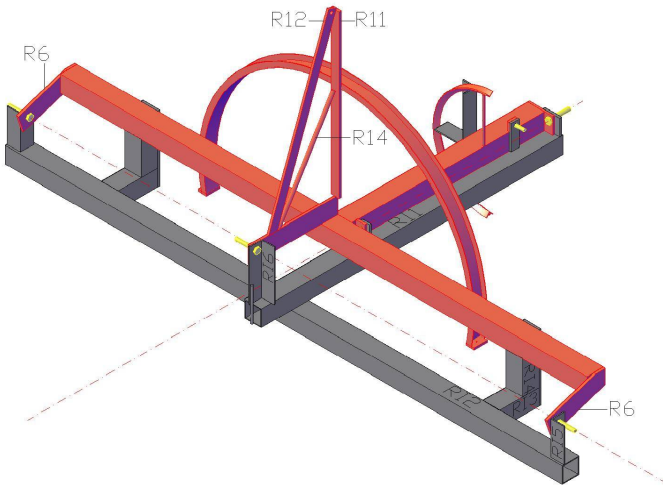

Fig. 12: Assemblage du Support Tournant (étapes 8-11)
7. Souder R11, R12 et finalement R14 comme sur la Fig.12.